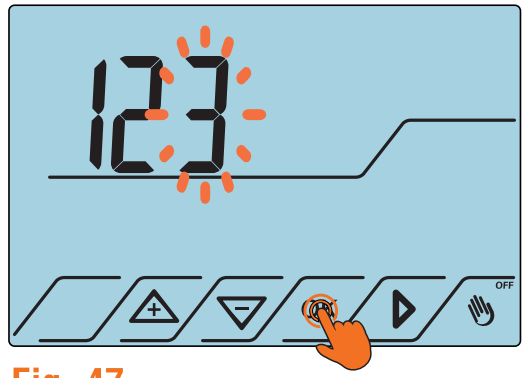

Fig. 47
4. Ripetere la stessa procedura per le altre due cifre e confermare con **OK** per bloccare il dispositivo (Fig.47).